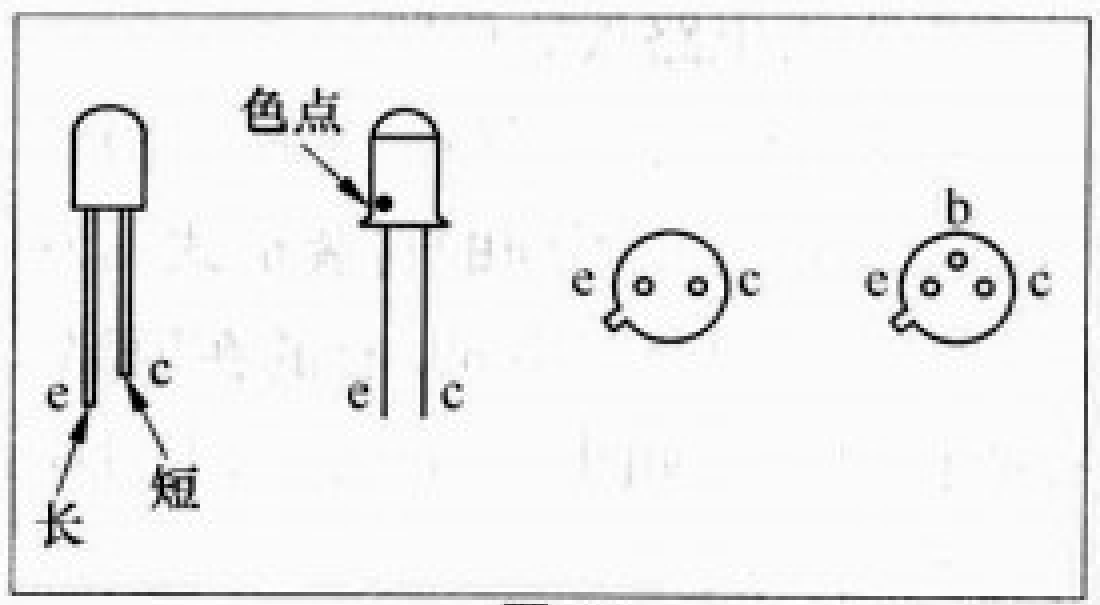

图19
3.大多数光敏三极管只有两个引脚（基极无引脚），外形与光敏二极管几乎一样。也有部分光敏三极管具有三个引脚，其基极引脚可作温度补偿用，如图19所示。